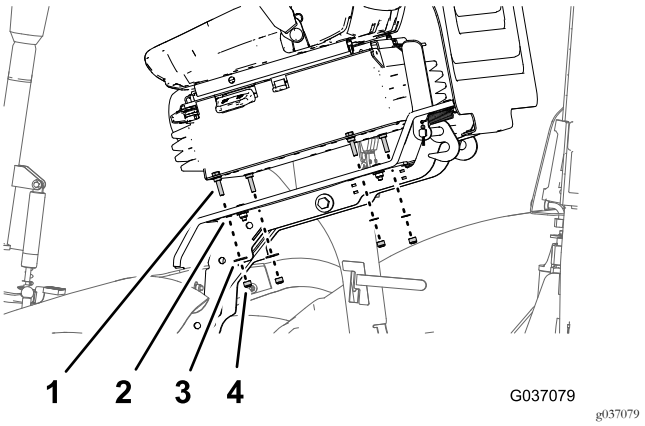

Figure 18
3. Alignez les 4 vis d'assemblage (8 x 25 mm) du nouveau siège et les trous de la plate-forme du conducteur (Figure 18).